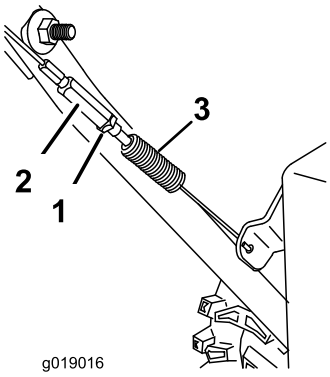

Figure 31
1. Desserrez l'écrou de blocage (Figure 31).
2. Desserrez ou serrez le tendeur pour régler la goupille jusqu'à obtention de l'écartement correct par rapport à l'avant de la fente (Figure 31).
3. Resserrez l'écrou de blocage (Figure 31).